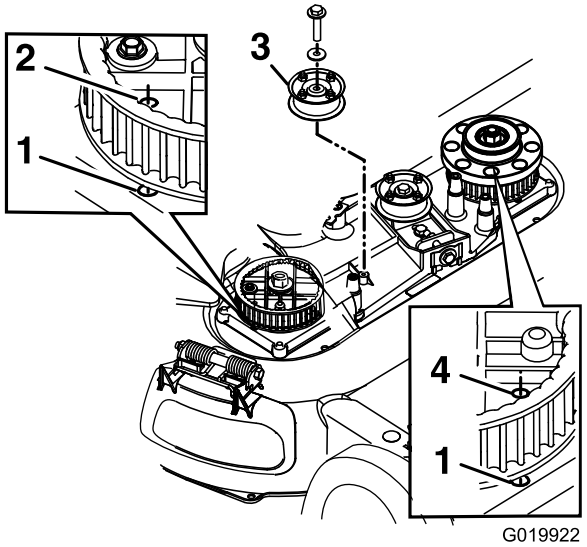

Рисунок 41
8. Снимите фиксированный натяжной шкив и крепежные детали (Рисунок 41).
10. Совместите отверстия в правой и левой звездочках с отверстиями в корпусе, как показано на Рисунок 41.